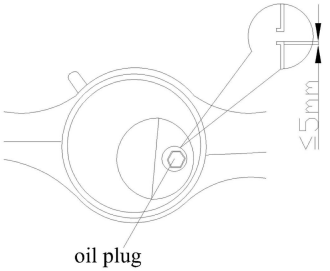

Figure 3.1
- Loosen the drain plug first and discharge the gear oil. Clean the drain plug and re-install, as shown in Figure 3.1;